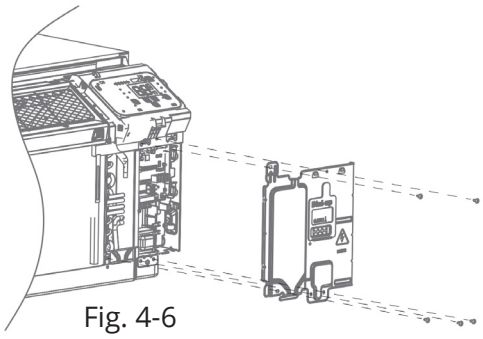

Fig. 4-6
- Retire los 4 tornillos y desmonte el panel de cubierta. (Véase la Fig. 4-6).